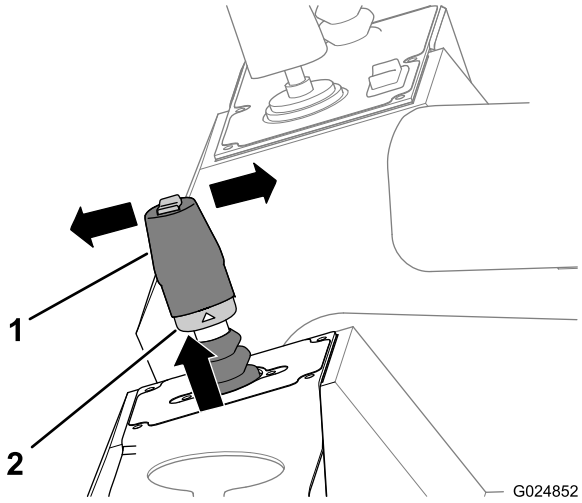

Figure 47
2. Soulevez l'anneau de blocage à la base de la poignée du levier (Figure 47).
- Déplacez le levier en avant (vers l'avant de la machine) pour faire avancer la machine (Figure 47).
- Déplacez le levier en arrière (vers l'arrière de la machine) pour faire reculer la machine (Figure 47).
4. Relâchez l'anneau de blocage et le levier (Figure 47).
5. Ramenez le levier au point mort pour arrêter la machine (Figure 47).